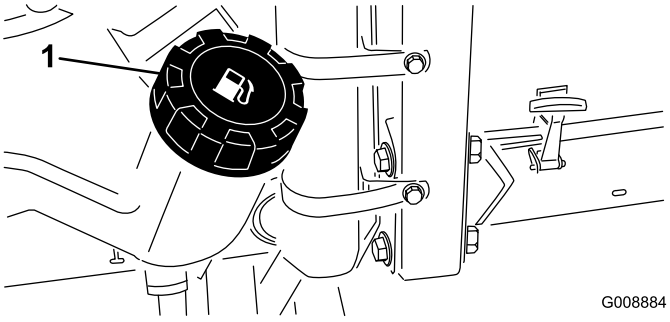

Figur 27
1. Rengør området omkring brændstoftankens dæksel (Figur 27).